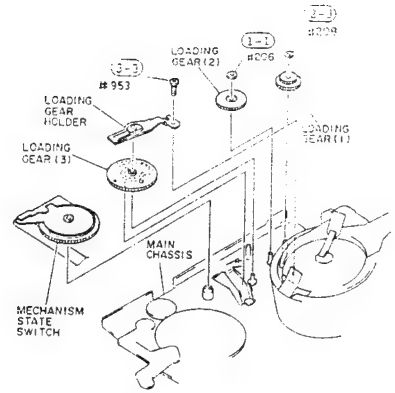
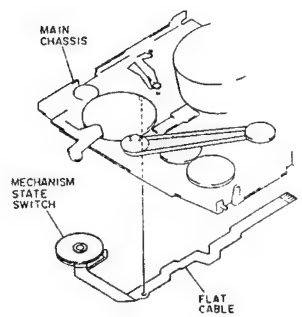

Fig. 2-66
Fig. 2-67
1) Remove one (1) washer holding the loading gear (2). (See Fig. 2-66)
2) Pull out loading gear (2) from the main chassis.
(2) Loading Gear (1)
3) Remove one (1) washer holding the loading gear (1). (See Fig. 2-66)
4) Pull out loading gear (1) from the main chassis.
3) Remove one (1) screw holding the loading gear holder. (See Fig. 2-66)
4) Pull out loading gear (3) and mechanism state switch from the main chassis.
5) Peel out the flat cable of the mechanism state switch from the main chassis. (See Fig. 2-67)